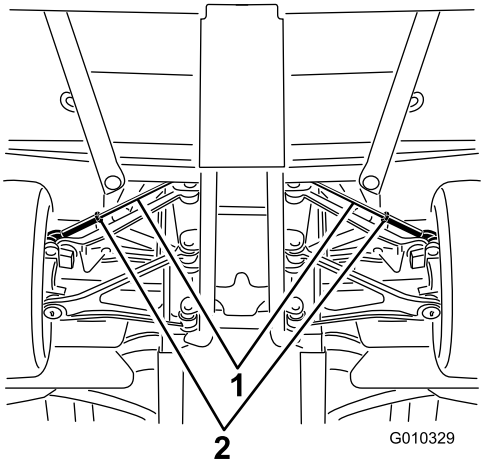

Figur 50
A. Løsne låsemutteren midt på parallellstaget (Figur 50).